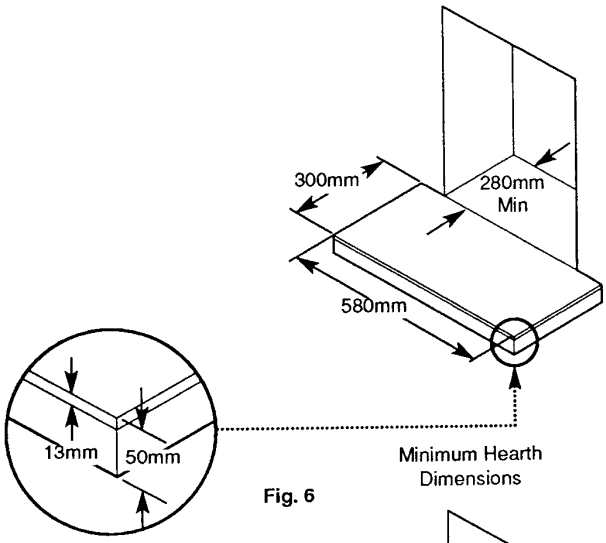

Fig. 6
1. The fire is intended to be hearth mounted only. The hearth must be of a non-combustible material at least 13mm (½ in) thick and measuring at least 300mm (11 $^{3}/_{16}$ in) deep by 580mm (22$^{27}/_{32}$) wide. It must be fitted central to the fireplace opening. The top surface of the hearth should be a minimum of 50mm (2 in) above floor level (Fig. 6).